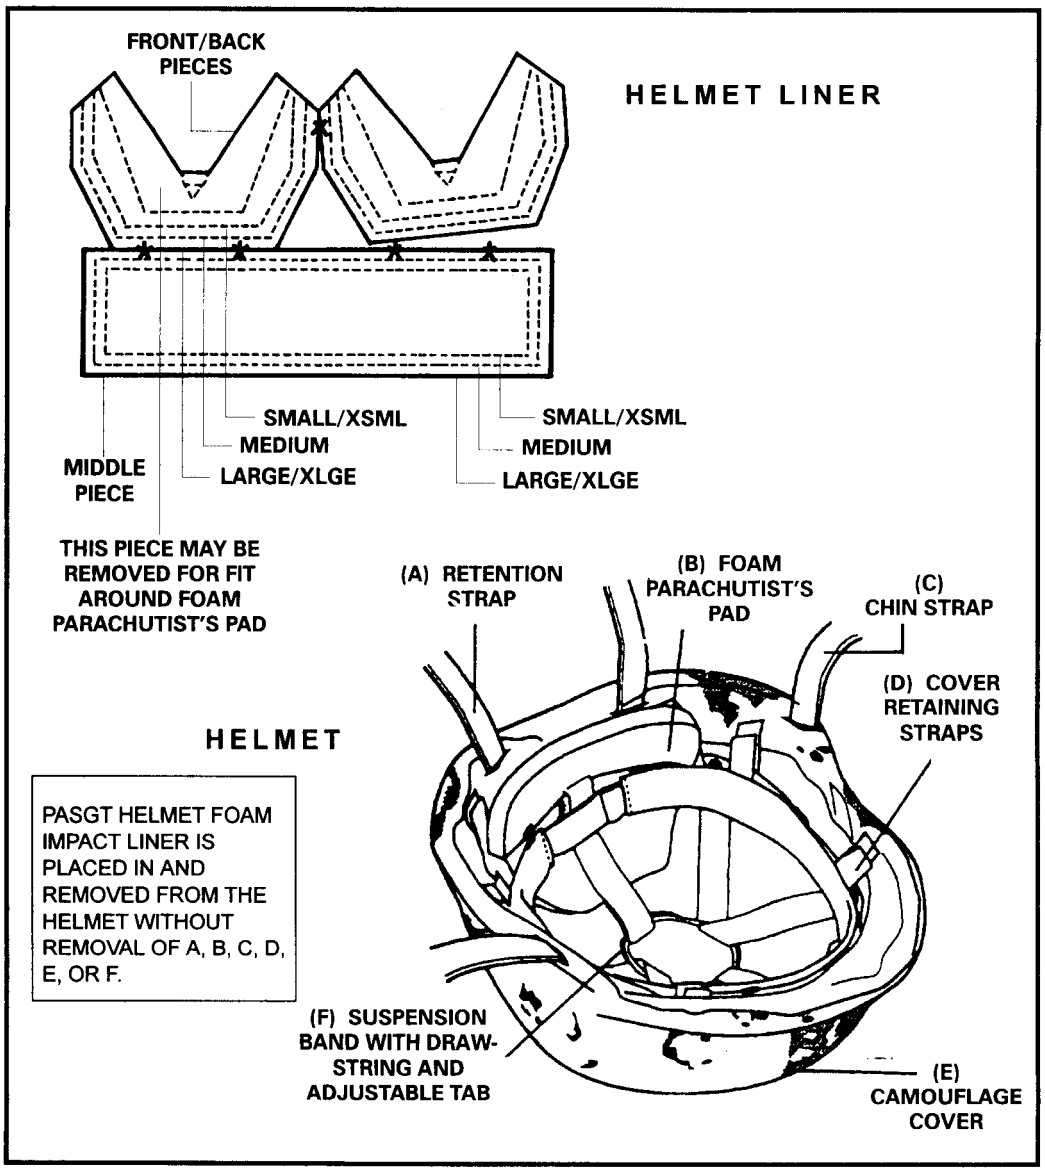

Figure 2-9. PASGT helmet foam parachute impact liner.
(1) Separate the three portions of the foam PIL.
(2) Size the PIL at the perforations according to your helmet size (Figure 2-9).